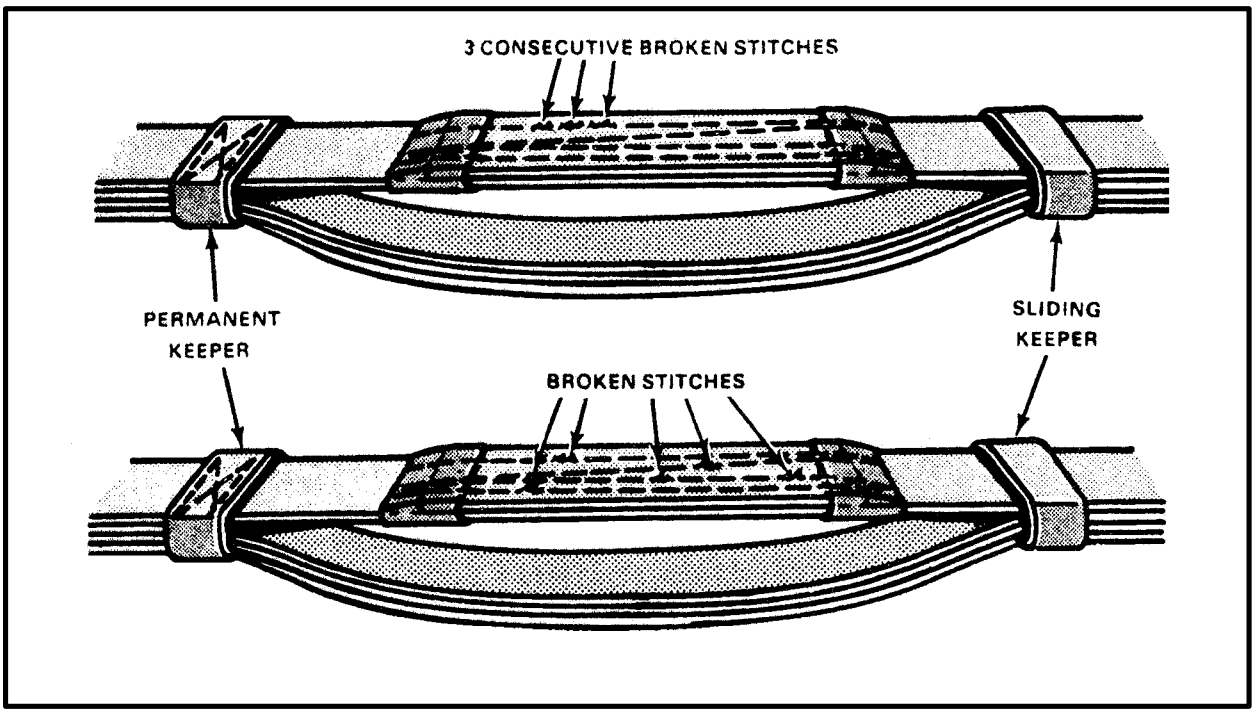

*Figure 6-39. Sling with Broken or Loose Stitches*
**e. Inspection, Maintenance, and Storage.** The two ends of each loop of nylon flat-web slings are sewn together. Figure 6-39 illustrates the sewn splice and how to inspect for broken or loose stitches. Use the requirements and criterion of the 15,000-pound multileg sling set when marking, inspecting, cleaning, and storing the aerial delivery slings and multiloop lines.